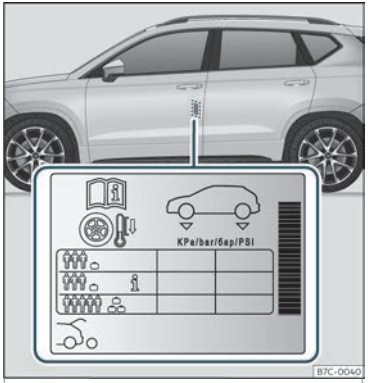

Fig. 264 Localización do adhesivo da presión de inflamento dos pneumáticos.
- Adapte a presión dos pneumáticos á carga que leva o vehículo ››› **fig. 264**.
Os valores da presión de inflamento están indicados na etiqueta adhesiva situada na parte posterior do marco da porta dianteira esquerda ››› **fig. 264**.
En función do vehículo, a presión de inflamento dos pneumáticos pódese adaptar a media carga para aumentar o confort de marcha (presión de inflamento **i** ››› **fig. 264**). Cando se circula coa presión de inflamento de confort, o consumo de combustible pode aumentar lixeiramente.
A presión dos pneumáticos débese adaptar á carga actual do vehículo. Se o vehículo vai ir cargado ao máximo, debe aumentar a presión de inflamento ao valor máximo de carga indicado na etiqueta adhesiva ››› **fig. 264**.
No caso dunha roda de emerxencia minimizada (125/70 R18), inflar ata 4,2 bar de presión segundo se indica na etiqueta de presión dos pneumáticos ››› **fig. 264**.
- **O condutor é responsable de que todos os pneumáticos do vehículo estean inflados á presión correcta. A presión de inflamento recomendada vén indicada nun adhesivo ››› fig. 264.**
- **Cos pneumáticos en frío, deberase manter sempre a presión indicada no adhesivo ››› fig. 264.**